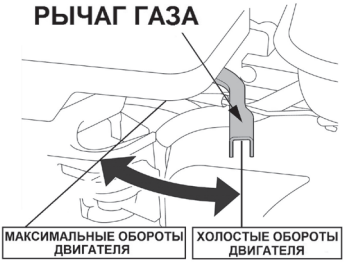

Рис. 20 Положения рычага газа
5. Переведите рычаг газа на 1/3 хода в сторону положения максимальных оборотов двигателя (Рис. 20).